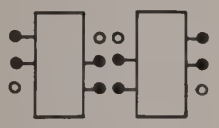

FIGURE 1
5. INSTALL L3 AND L4 AS SHOWN IN FIG. 1 WHICH BEST ALIGNS THESE ITEMS WITH SILK SCREEN OUTLINE.